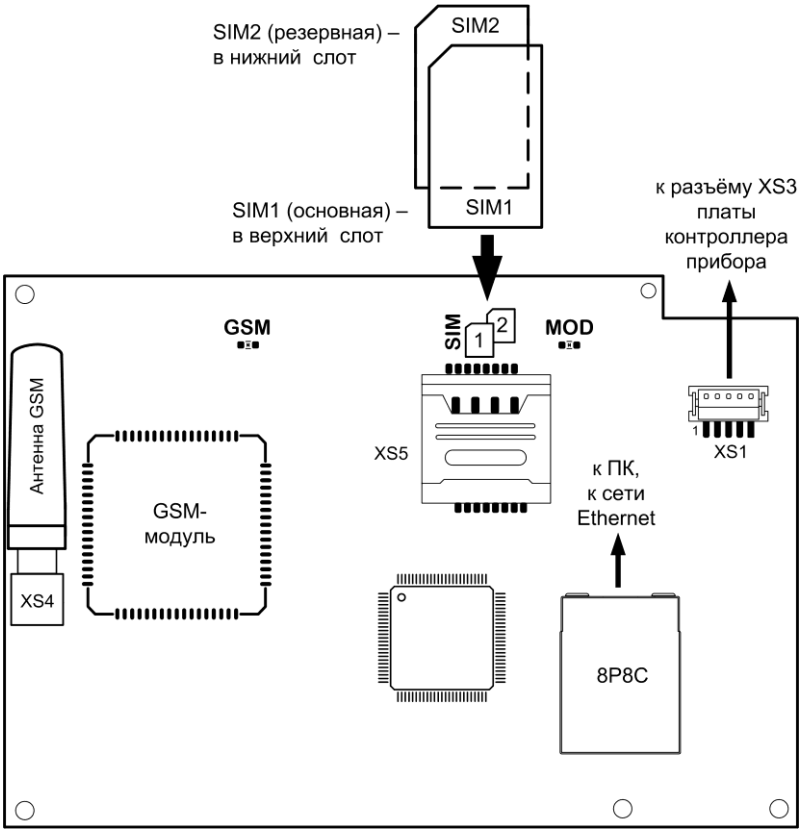

Рис.4 Внешний вид GE коммуникатора. Установка SIM-карт
- При наличии GE коммуникатора подключите ethernet-кабель к розетке 8Р8С и установите SIM-карту(ы) в слот XS5 GE коммуникатора (см. рис.4).
SIM-карты следует подключать при **выключенном питании** прибора, контактами к плате и срезом как показано на рис.4.